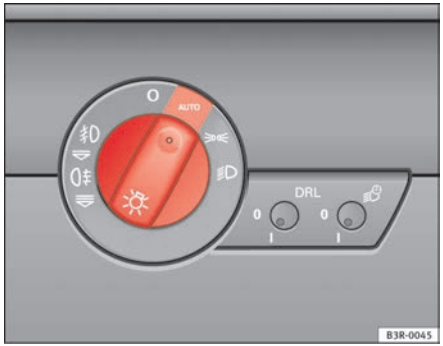

Fig. 84 Detailed view of instrument panel: Light switch
– Turn the light switch ⇒ fig. 84 to the **AUTO** position.